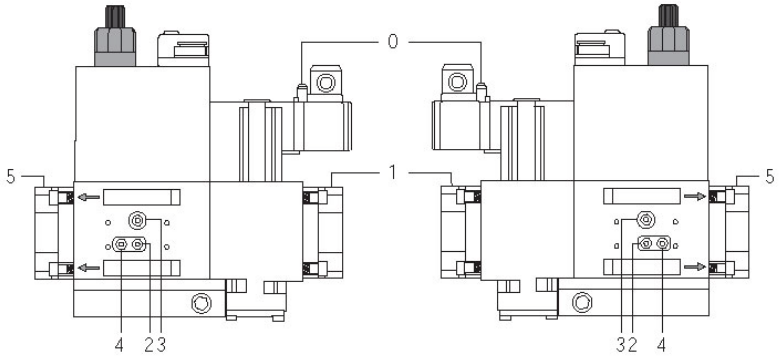
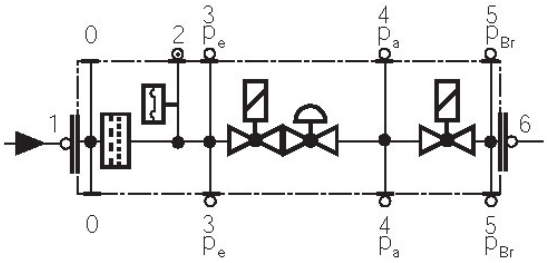

Fig. 28
Fig. 29
- Pulire o sostituire il filtro se la differenza di pressione fra i punti 1 e 2 (Fig. 28-Fig. 29) ∆p> 10 mbar.